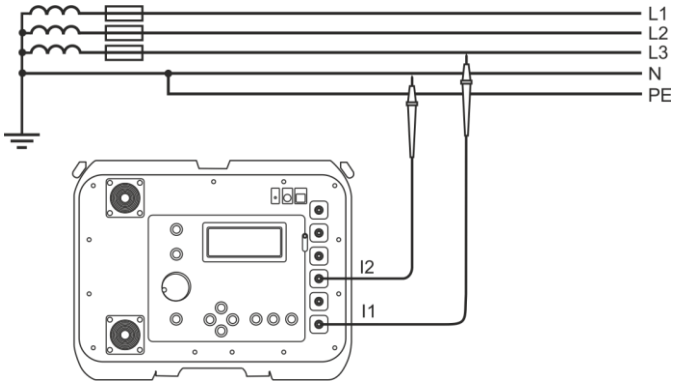
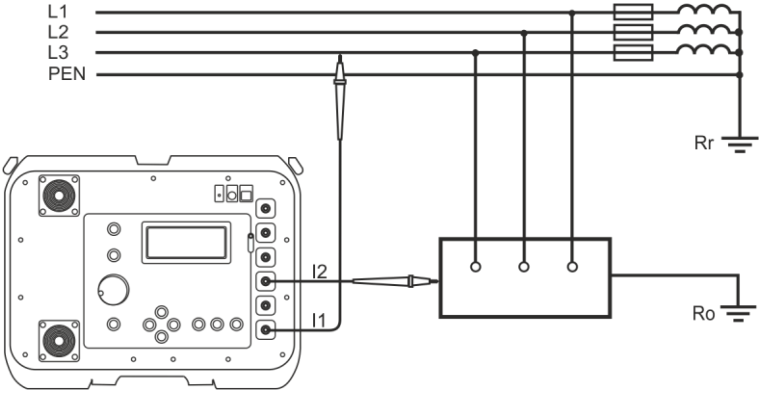

Fig. 17 Measurement of impedance in working circuit (L-N) using two-pole method
Fig. 20 Verification of anti-shock protection reliability of appliance's housing using two-pole method for: a) TN networks b) TT networks
- connect the test leads to the sockets: **I_1 (2p)** and **I_2** (Fig. 17-Fig. 20),